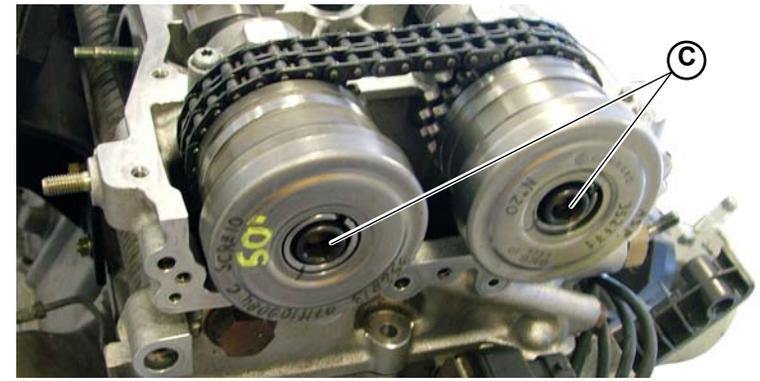

Fig.4
2. Attach the variable valve timing bolts without tightening them completely (**C-Fig.4**).
5. Completely tighten the bolts of the two variable valve timing mechanisms (**C-Fig.4**).